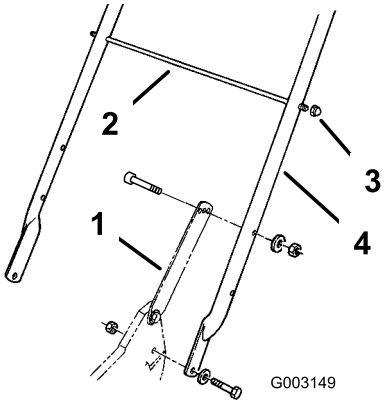

Figuur 3
1. Monteer de handgreep op de buitenkant van de maaikast (in de onderste opening) met twee bouten (5/16 x 1-1/4 inches), ringen en dunne inzetmoeren (5/16 inch) (Figuur 3).
2. Bevestig de vergrendelingen aan de handgreep met twee bouten (5/16 x 1-1/2 inches), ringen en borgmoeren (5/16 inch) (Figuur 3).
3. Schuif de steunstang van de grasvanger door het op één na hoogste montagegat in de handgreep en zet elk eind vast met een dopborgmoer (Figuur 3).